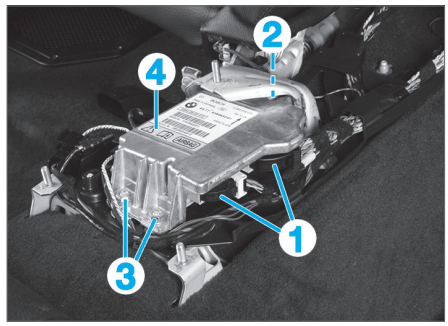

Fig. 27
• Débrancher les deux connecteurs (1) **(Fig.27)**.
• Défaire la vis (2) et les écrous (3).
• Déposer le calculateur d'airbags et prétensionneurs (4).